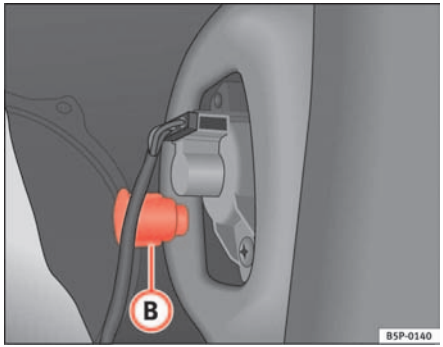

Fig. 189 Side lights and brake lights
– Unscrew the plastic fitting ⇒ fig. 189 (B) securing the rear light. Inserting a screwdriver under the plastic fitting may help to loosen it.